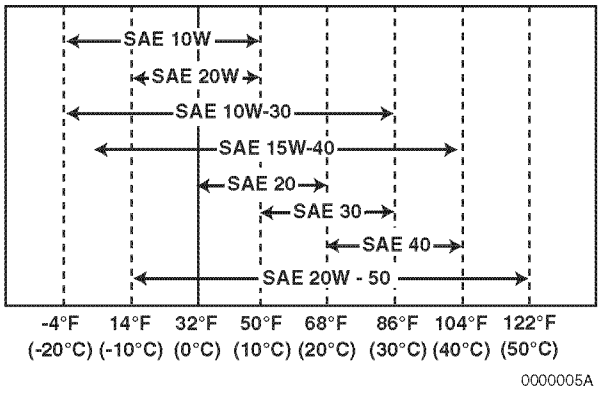

*Figure 3*
3. Select the oil viscosity based on the ambient temperature where the engine is being operated. See the SAE Service Grade Viscosity Chart **(Figure 3)**.
Select the appropriate engine oil viscosity based on the ambient temperature and use the SAE Service Grade Viscosity Chart in **Figure 3**.